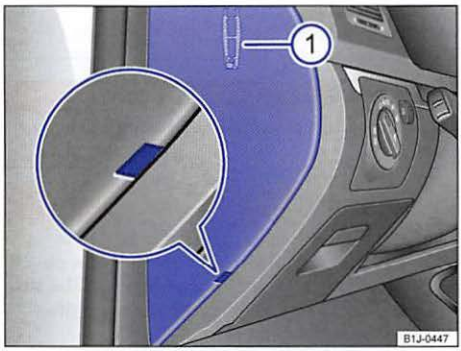

Fig. 165 On the driver side in the instrument panel: Fuse box cover with plastic tweezers ① on the inside of the cover.
- Insert a flat object, such as a screwdriver from the vehicle tool kit, into the opening ⇒ fig. 165 (magnified view) and carefully lift off the cover.
- If needed, remove the plastic tweezers ⇒ fig. 165 ① from the fuse box cover.